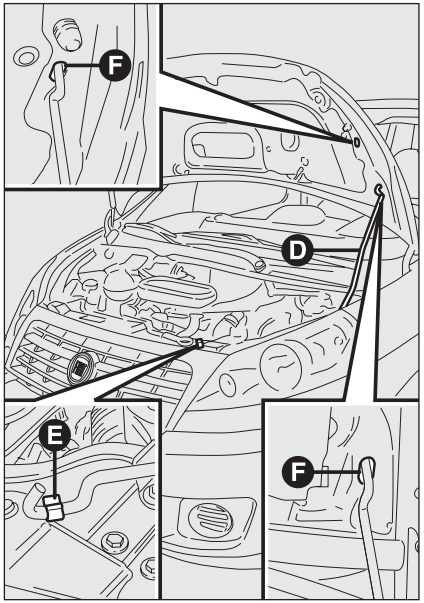

fig. 107 F0P0604m
– lift the bonnet and at the same time release the rod **D-fig. 107** from the catch **E**;
– fit the rod end **D** into one of the bonnet recesses **F-fig. 107**.